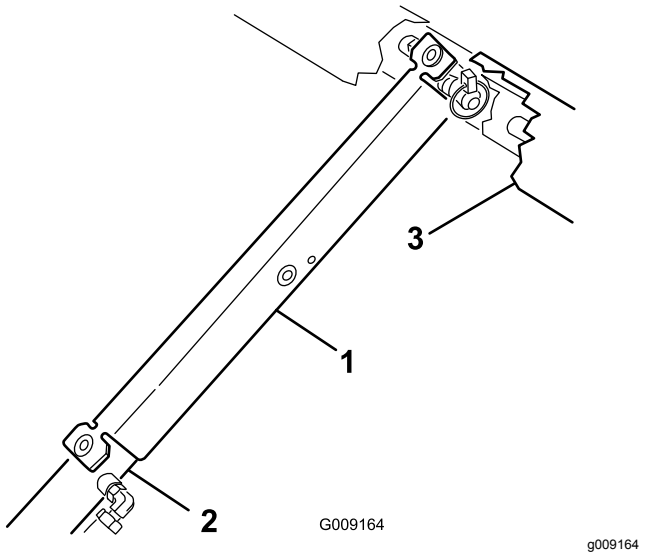

**Bild 22**
3. Schieben Sie die Ladepritschenstütze auf die Zylinderstange. Achten Sie darauf, dass die Endnasen der Stütze auf dem Ende der Zylindertrommel und auf dem Ende der Zylinderstange aufliegen (Bild 22).